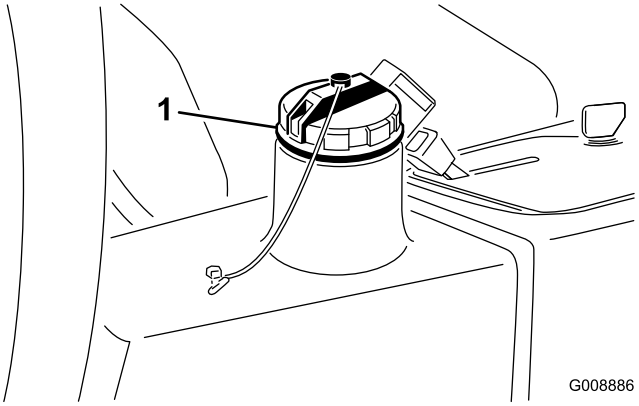

Figuur 60
3. Vul het reservoir (Figuur 60) met ongeveer 13,2 liter hydraulische vloeistof; zie Hydraulische vloeistof controleren.